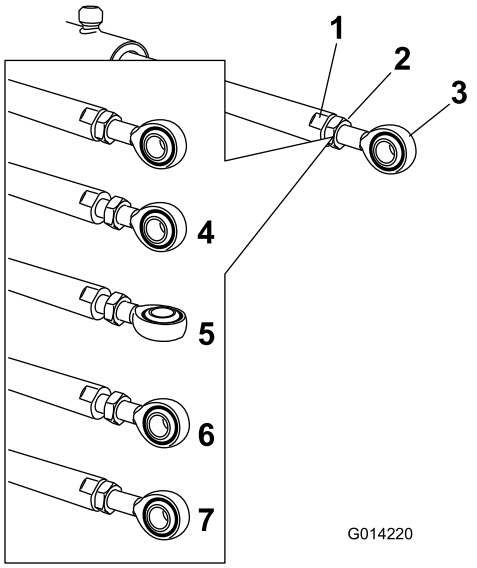

Figura 119
5. Segure a barra do acionador nas partes planas da barra utilizando uma chave inglesa, e depois desaperte a porca de retenção (Figura 119).
6. Rode a extremidade da barra na barra do acionador para diminuir ou aumentar o acionador estendido para a posição desejada (Figura 119).